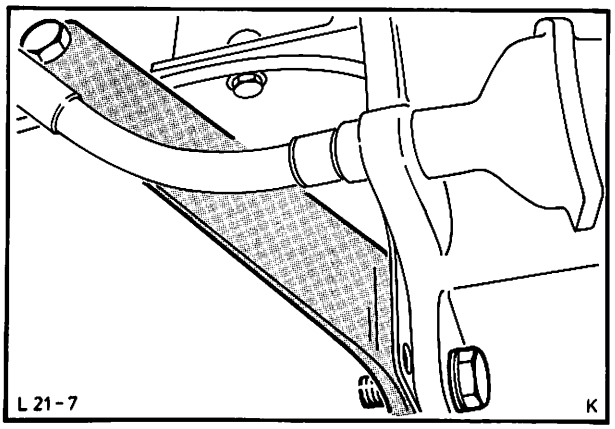

Abb. 18 Strebe Motor-Getriebe entfernen
3. Anlasserkabel abklemmen und Anlasser ausbauen (3 Schrauben). Strebe Motor-Getriebe entfernen (2 Schrauben), Abb. 18.